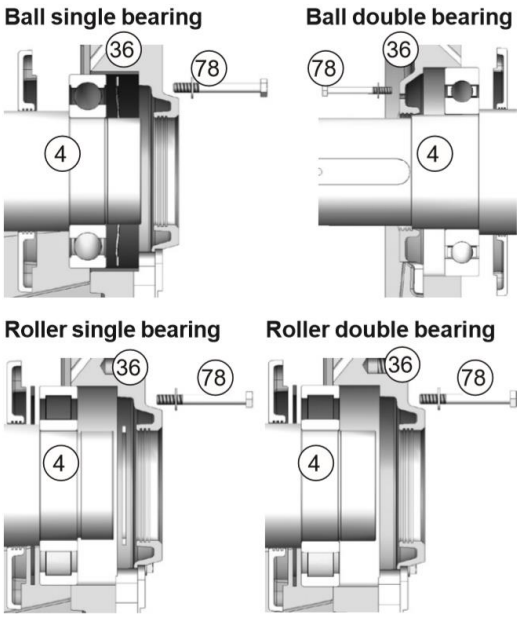

图 1
- 可以采用导向螺杆通过端盖引导，方便转子的安装（见图 1）
- 将螺纹杆滑入端盖孔中，以便于端盖回装（见图 1）